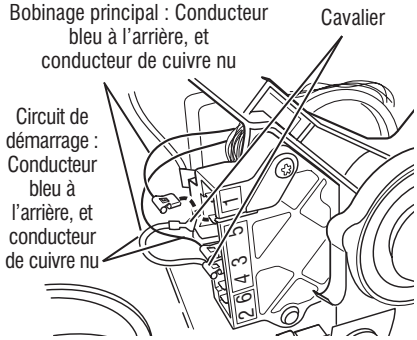

Figure 9a - Points de mesure pour le bobinage du moteur (bobinage principal et bobinage de démarrage)
9. Débrancher le connecteur du conducteur de cuivre nu de la broche 5 du commutateur noir du moteur d'entraînement. Voir figure 9a.
10. En utilisant la figure 9a et le schéma des circuits de la page 54, vérifier les valeurs de résistance des bobinages du moteur (bobinage principal et bobinage de démarrage) comme montré dans le tableau suivant (page 45).